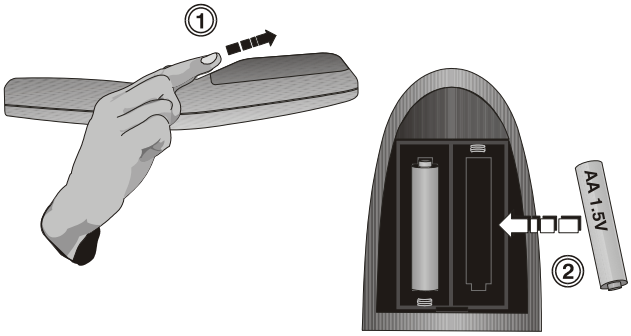

Figure 4.1.Replacing Batteries
1) Open the battery compartment at the backside of the keypad by placing your thumb in the oval depression and sliding the cover out about ½ inch. See Figure 4.1. Remove the old batteries and properly discard. Wait a minute or two.